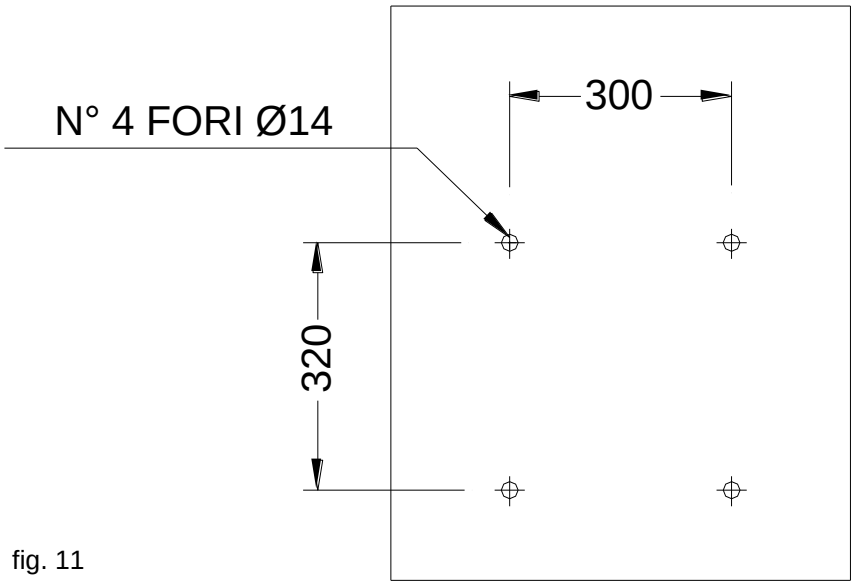

fig. 11
- ✓ Проделать соответствующие отверстия в выбранной стене согласно указаниям на рис. 11.